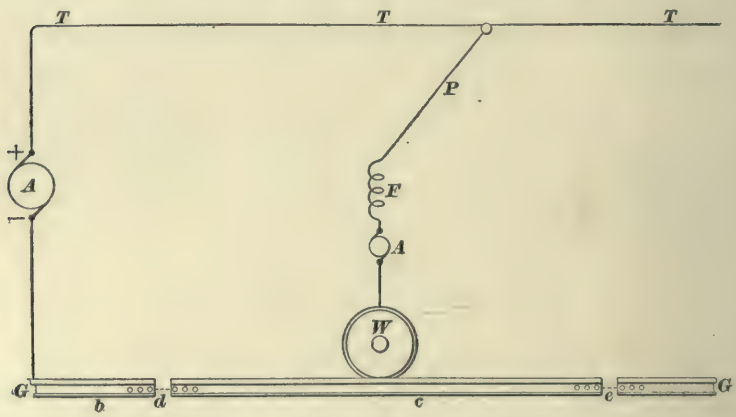

FIG. 7.
**25.** Fig. 7 shows the path of the current from the power house out to the car, through the car, and back to the power house by way of the rails *c*, *b* and their bond wires, one of which is shown at *d* by the dotted line. *A* is the dynamo in